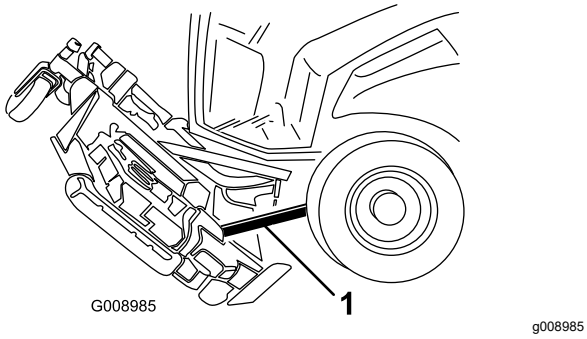

**Figuur 137**
6. Klem een houten blok tussen de achterzijde van het maaidek en de machine (Figuur 137).